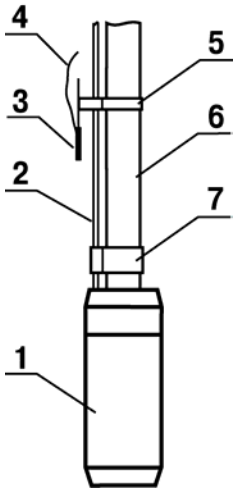

Рисунок 5.1
5.6 Монтаж датчика сухого хода (только для скважинного насоса). Датчик устанавливается на водоподъемную трубу на высоте 1м. от насоса. В качестве проводника используется провод сечением 1,5 – 2,5 мм^2. В качестве второго проводника используется водоподъемная труба (см. рисунок 5.1).